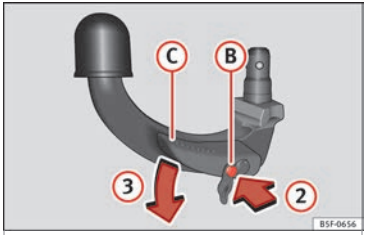

Fig. 221 Paso 2
- Presione el perno de desbloqueo (B) el sentido de la flecha (2) y al mismo tiempo presione la palanca (C) el sentido de la flecha (3) hasta el tope ››› **fig. 221**.